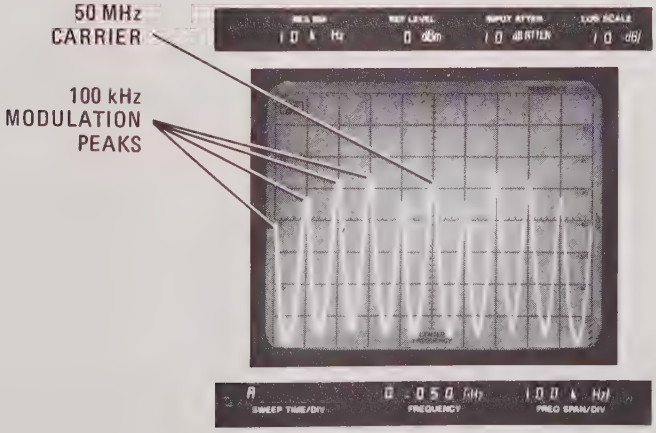

Figure 5-44. Spectrum Analyzer Display with 100 kHz FM
h. Center 50 MHz carrier frequency on spectrum analyzer CRT display, set 8640B FM switch to INT and adjust signal generator peak deviation for uniform amplitude of 100 kHz modulation peaks (Figure 5-44).